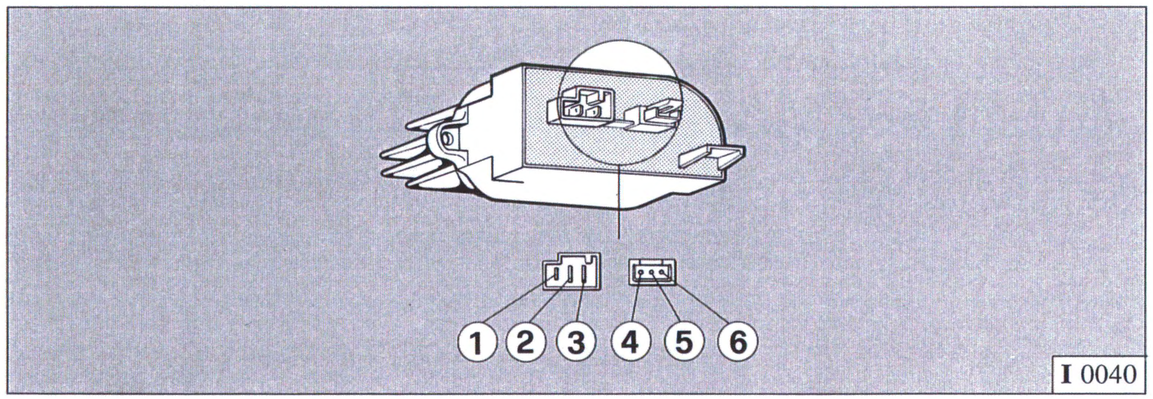

Fig. 14 - Fan speed control unit
- A power module controls the fan speed varying the voltage of the fan motor. The module is divided into 2 sections, one is for low current control, the other for power control, see fig. 14.